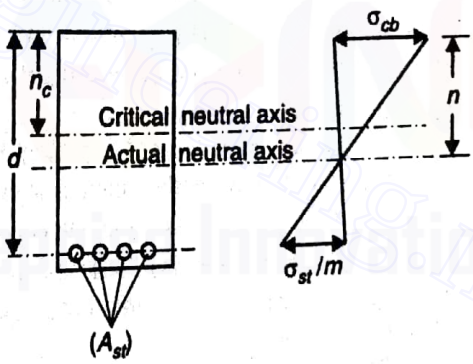

Fig. 14.3
When the steel reinforcement is not fully stressed to its permissible value, then the section is known as *over-reinforced section*. The amount of steel in an over reinforced section is more than that required for a balanced section. In such a section, the stress in concrete reaches its maximum allowable value earlier than that in steel. Since the amount of steel is more, therefore the position of actual neutral axis lies below the critical neutral axis (*i.e.* towards steel). Thus, the neutral axis depth is more than that of balanced section as shown in Fig. 14.3. In over-reinforced section, the moment of resistance (M) is obtained by considering the stress in concrete (σ_{cb}) and is given by